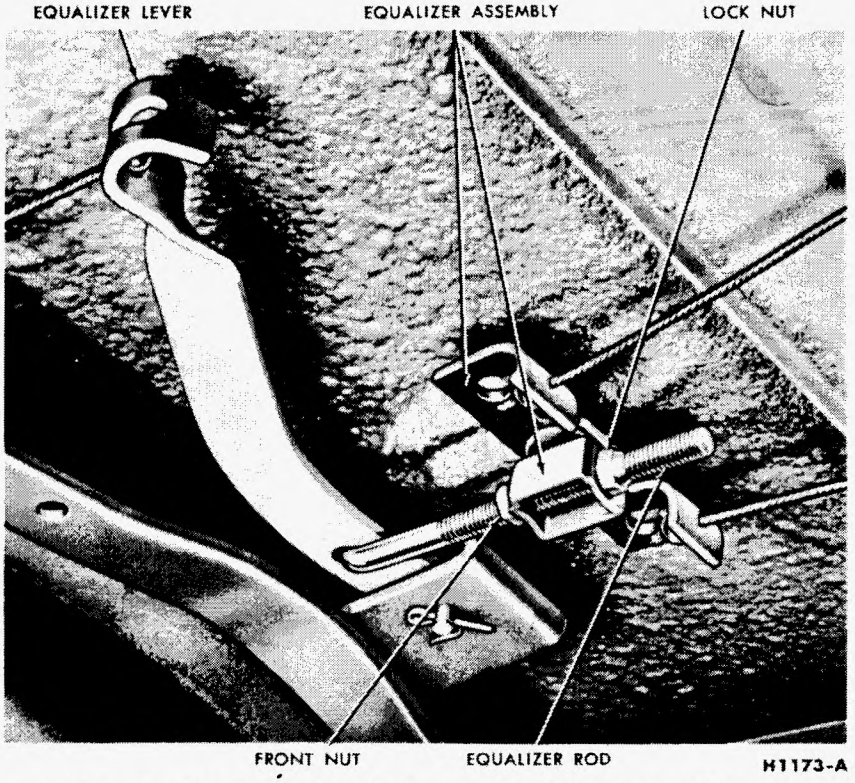

FIG. 42—Parking Brake Linkage—F-100 and F-250
1. Raise the truck. Back off the equalizer adjustment, move the parking brake lever forward, and disconnect the cable ball from the lever (Fig. 42).
Place the parking brake lever in the fully released position, then check for slack in the parking brake two rear cables (Fig. 42).
1. Raise the truck on a hoist. Push the equalizer lever slightly forward, and disconnect the cable rear (ball) end from the lever (Fig. 42).